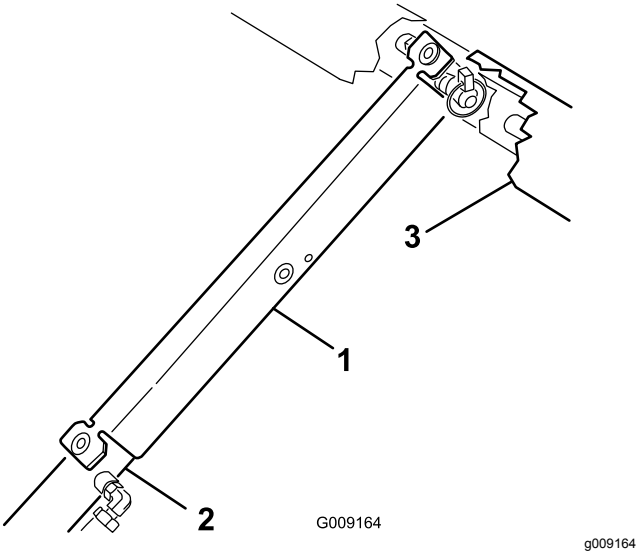

Figur 13
3. Skub ladstøtten på cylinderstangen, og sørg for, at tapperne på støtteenden hviler på cylinderløbets og cylinderstangens respektive ender (Figur 13).